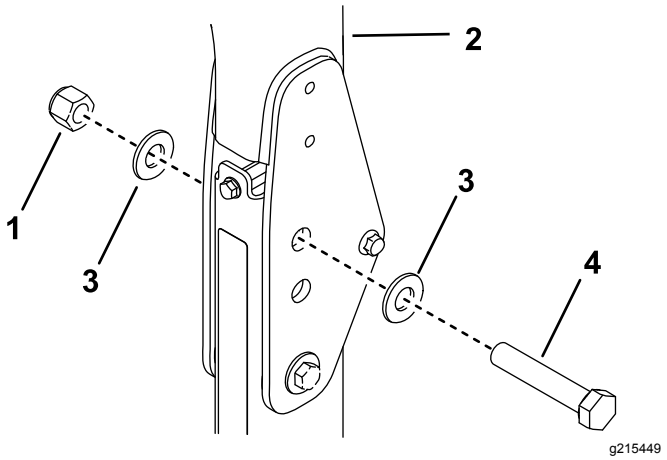

Bild 26
B. Legen Sie eine Scheibe (13/16" x 1½") auf jede Schraube (¾" x 4"), wie in Bild 26 abgebildet.
C. Setzen Sie die Schrauben und Scheiben in die Löcher ein, aus denen Sie die Stifte entfernt haben (Bild 26).
D. Legen Sie eine weitere Scheibe auf jede Schraube und befestigen sie mit der Mutter (¾"), wie in Bild 26 abgebildet.